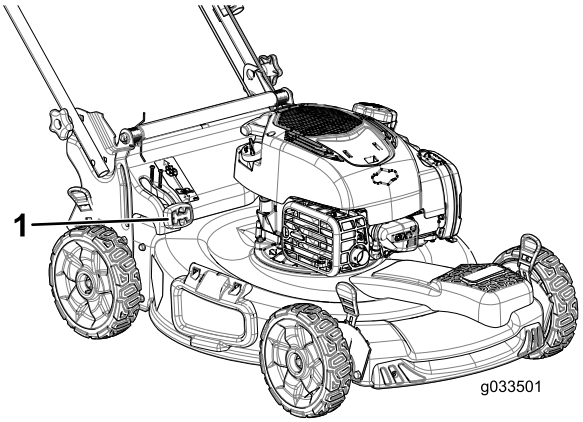

Figur 23
- Om du vill samla upp gräs- och lövklipp trycker du på knappen på uppsamlingspåsens snabbutlösarspak och för spaken framåt till dess att knappen på spaken hoppar upp (Figur 23).